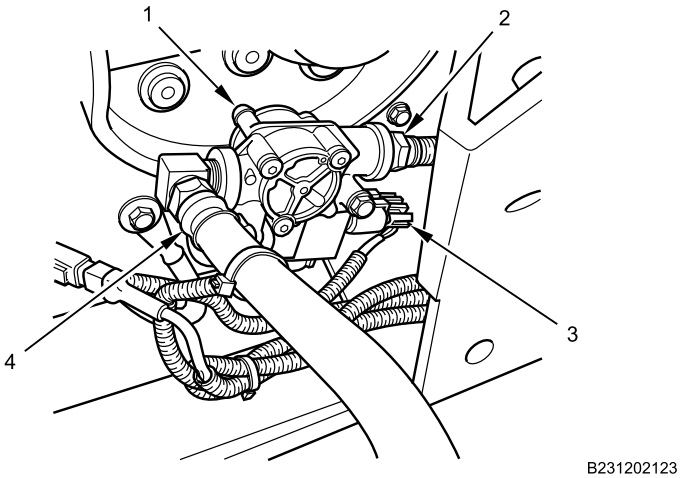

Figure 6. ABS Modulator Valve Air Line.
1. Install rear air line (Figure 6, Item 2) onto ABS modulator valve (Figure 6, Item 1). Tighten air line securely.
2. Apply dielectric grease in electrical connector (Figure 6, Item 3) and connect onto ABS modulator valve (Figure 6, Item 1).
4. Install front air line (Figure 6, Item 4) onto ABS modulator valve (Figure 6, Item 1). Tighten air line securely.